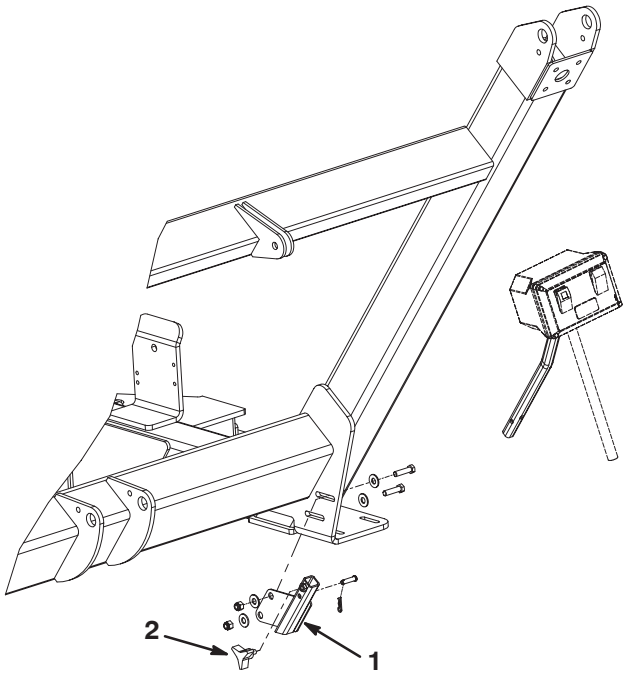

Figura 10
1. Monte el conjunto del receptor en el soporte del bastidor de la barredora con 2 tornillos de caperuza de 3/8–16 x 1/2, 4 arandelas y 2 tuercas. Posicione los componentes tal y como muestra la figura 10.